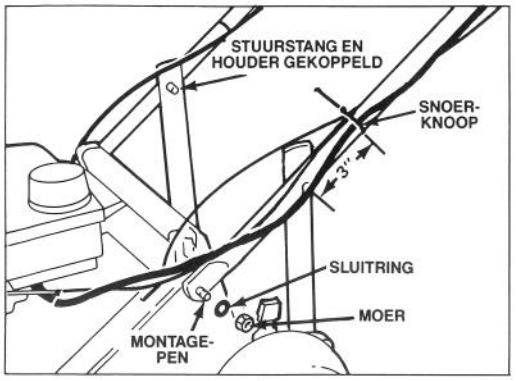

Afbeelding 1
1. Trek de stuurstanguiteinden open en plaats ze over de montagepennen van het huis (Afb. 1).
2. Bevestig de twee uiteinden op de stuurstang op de pennen d.m.v. een sluitring en een moer (Afb. 1).
3. Beweeg, met de handlehouders naar binnen, de stuurstang naar boven of beneden tot de borgpennen in de middelste opening van beide houdens klikken (Afb. 1).
5. Bevestig de bedieningskabels aan beide zijden van de stuurstang op ongeveer 7 cm boven de pennen (Afb. 1).